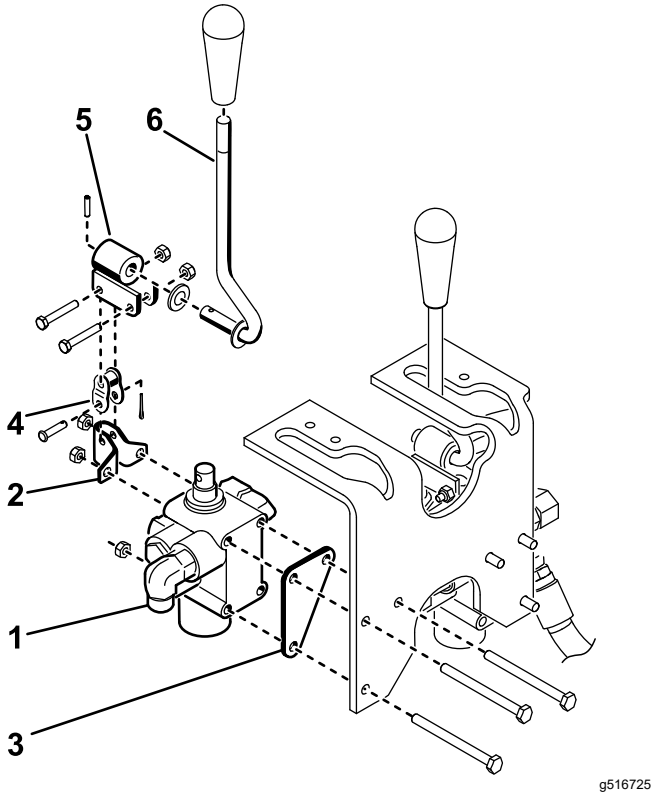

Figur 8
2. Monter ventilenheden, drejebeslaget og ventilskiven på stellet med 3 bolte (¼" x 3") og 3 låsemøtrikker (Figur 8). Placer ventilskiven mod fronten af vangen ved montering, og tilspænd fastgørelsesanordningerne med et moment på 10 til 12 Nm.
3. Monter drejearmen løst på ventilspolen og vinkelleddet med 2 bolte (nr. 10 x 1¼") og 2 låsemøtrikker (Figur 8).